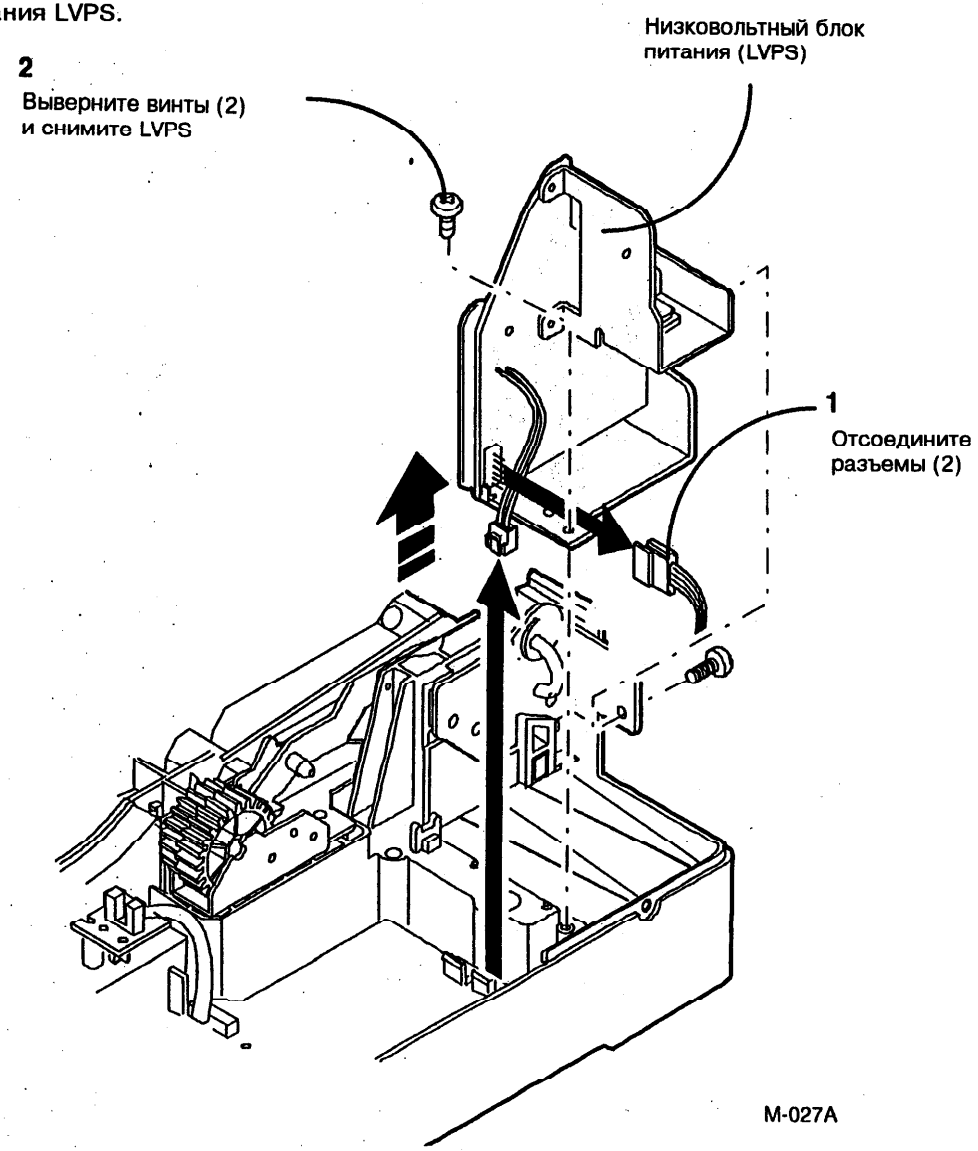

Рис. 1. Снятие низковольтного блока питания LVPS
3. (Рис.1): Снимите низковольтный блок питания LVPS.